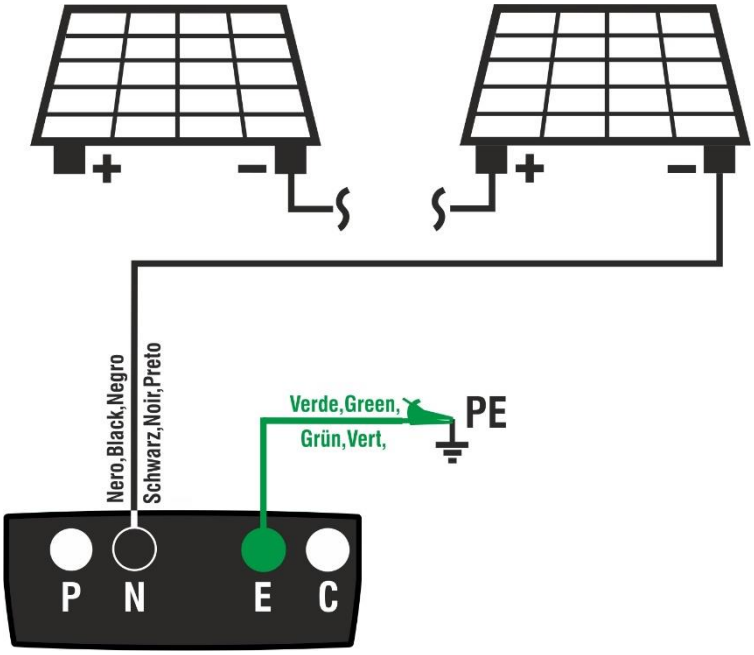

Fig. 8: Ligação do instrumento para medição do isolamento no modo TMR
8. Ligar o instrumento ao **string FV em teste**, como mostra a Fig. 8. **O teste também pode ser efetuado em várias strings em paralelo entre si. Tenha em atenção que os eventuais para-raios ligados às strings da string devem também ser desligados e que é aconselhável efetuar a medição a montante de eventuais díodos de bloqueio**